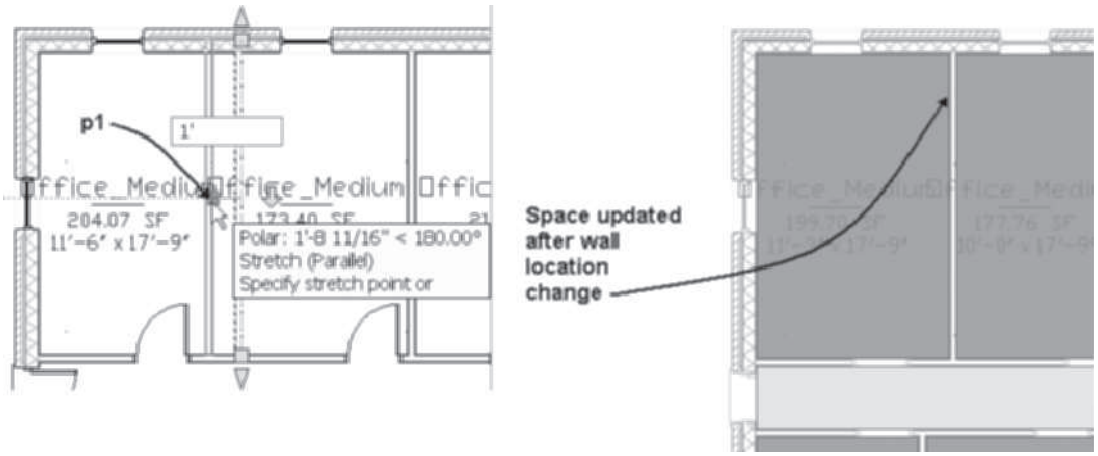

FIGURE 4.14 *Spaces updated to fit wall location*
13. Select the wall at **p1** as shown in Figure 4.14 and verify that **Bound Spaces** is set to By Style **(Yes)** in the **Properties** palette. Choose the location grip at the midpoint of the wall and move the cursor right. Type 1' [300] in the dynamic input workspace prompt. Press ESC to clear the selection.
14. Choose the **Layer** drop-down list of the Layers panel. Select the light-bulb to turn on the A-Area-Spce-Patt and A-Area-Spce [Aec-Space] layers. The space is updated to fit the new boundary as shown in Figure 4.14.